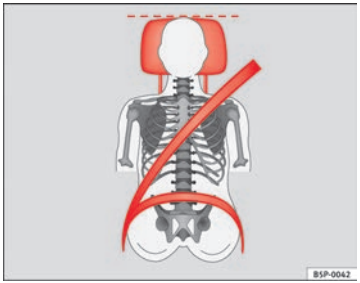
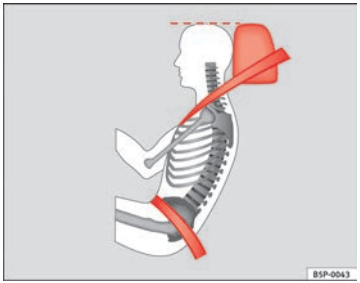

Fig. 69 Visto de frente: apoyacabezas y cinturón ajustados correctamente
Fig. 70 Visto de lado: apoyacabezas y cinturón ajustados correctamente
– Ajuste el apoyacabezas de modo que el borde superior del mismo quede a la misma altura que la parte superior de la cabeza, como mínimo a la altura de los ojos ⇒ fig. 69 y ⇒ fig. 70.